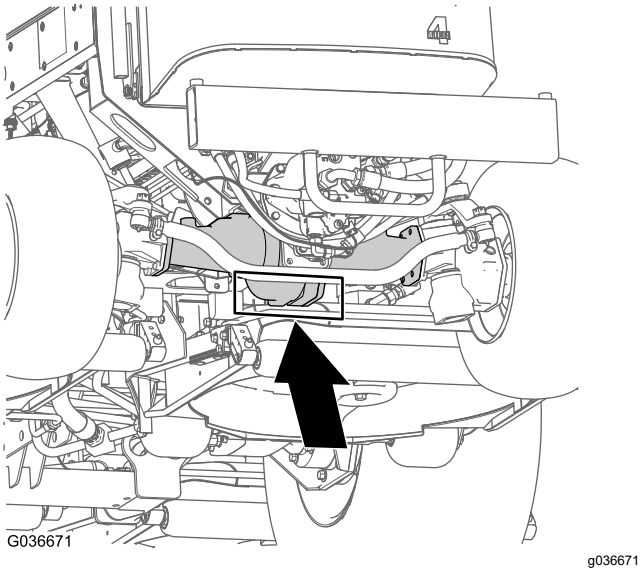

**Figuur 78**
**Achteraan de machine** – op het midden van as (Figuur 78)